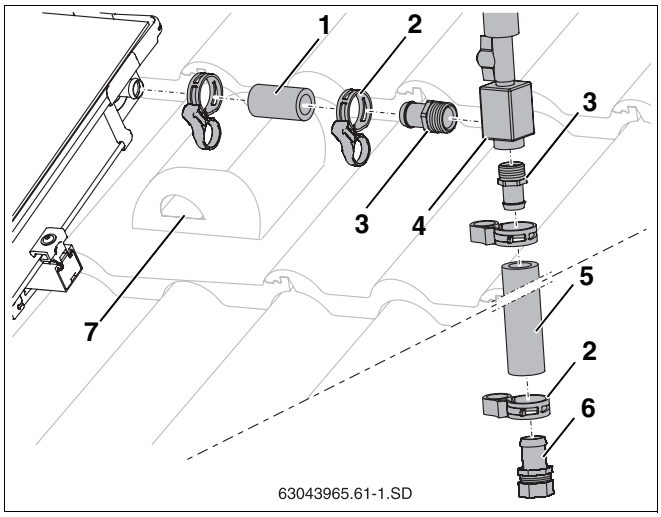

Rys. 57 Przyłączenie odpowietrznika nad dachem
- Krótki wąż instalacji solarnej (55 mm, rys. 57, **poz. 1**) wsunąć na przyłącze zasilania pola kolektorów i zamocować zaciskową opaską sprężynującą.
- Końcówki węży R¾ z pierścieniami samouszczelniającymi (rys. 57, **poz. 3**) dobrze przykręcić do naczynia odpowietrzającego (rys. 57, **poz. 4**).
- Końcówki węży (rys. 57, **poz. 3**) włożyć do oporu w wężе instalcji solarnej (rys. 57, **poz. 1** i **5**) i zamocować zaciskowymi opaskami sprężynującymi (rys. 57, **poz. 2**).
- Końcówkę węża z pierścieniem zaciskowym (rys. 57, **poz. 6**) włożyć do oporu do węża instalacji solarnej i zamocować zaciskową opaską sprężynującą.
- Wąż instalacji solarnej razem z kablem czujnika przeprowadzić przez wywietrznik dachowy (rys. 57, **poz. 7**) oraz przez izolację dachu.
- Przewód zbiorczy przyłączyć do końcówki węża z pierścieniem zaciskowym (18 mm) (rys. 57, **poz. 6**).